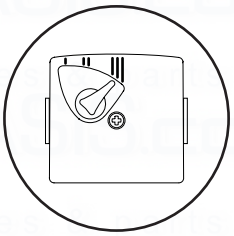

Fig. 88
3. A standard replacement Grundfos 15-60 head can now be fitted. Connect the pump wiring to the new head. **The pump speed must be set to 3** (Fig. 88).
14.13 Pump - Complete (Fig. 88)